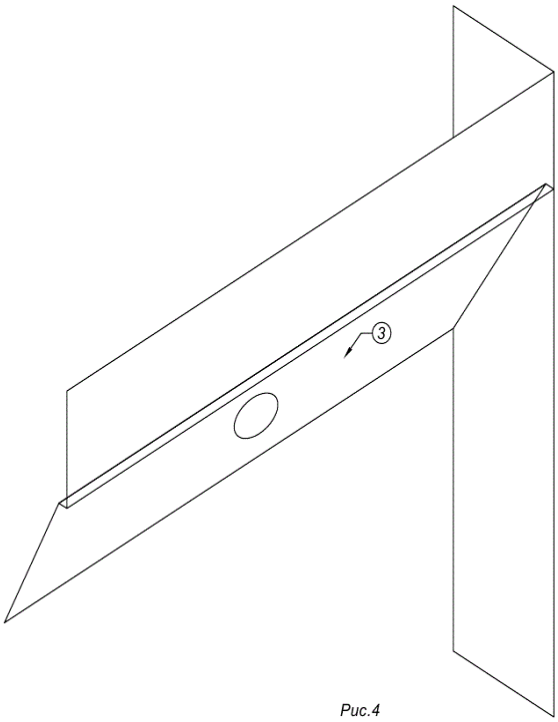

Рис.4
7.4.Крепление верх.отбойника(рис.4) 4
7.4 Крепление верх.отбойника(рис.4)